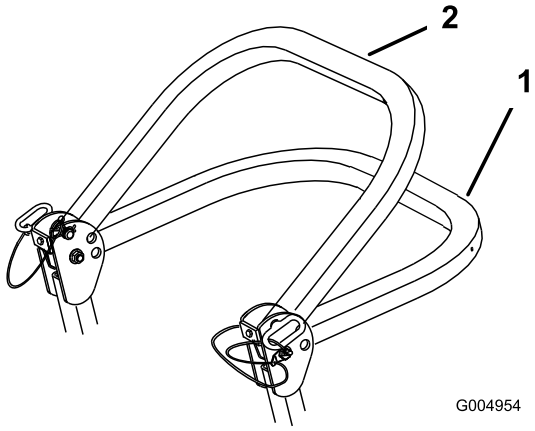

Figura 6
2. Coloque la barra anti-vuelco en la posición de bajada. Hay dos posiciones de bajada. Vea las posiciones en Figura 6.